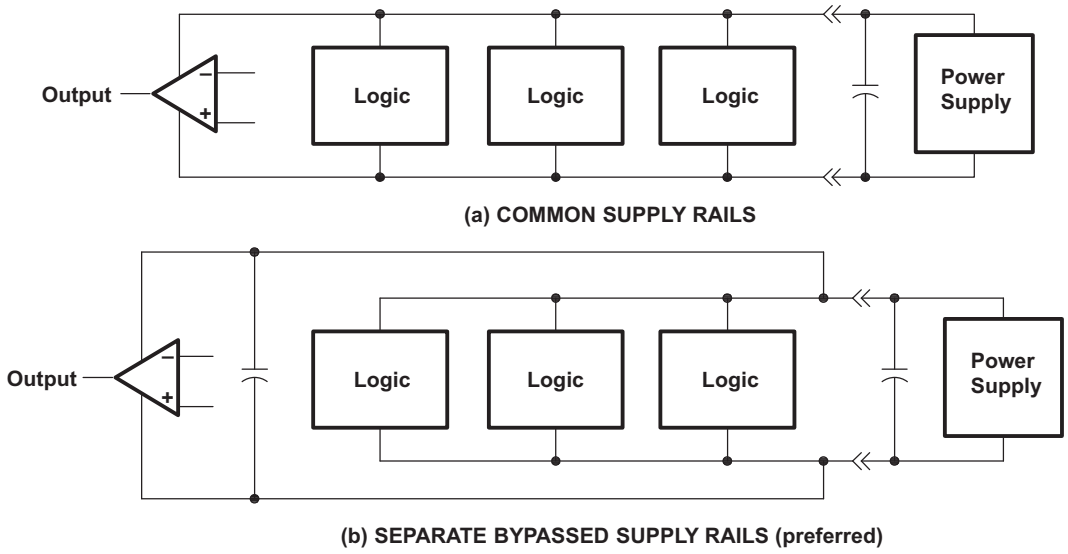

図 8-2. 同相電源レールと分離電源レールとの関係
1. 個別のバイパスされた電源ラインからリニア デバイスに電力を供給します (図 8-2 を参照)。そうしないと、デジタル ロジックの高いスイッチング電流により発生する電圧降下の結果、線形デバイス電源レールが変動する可能性があります。